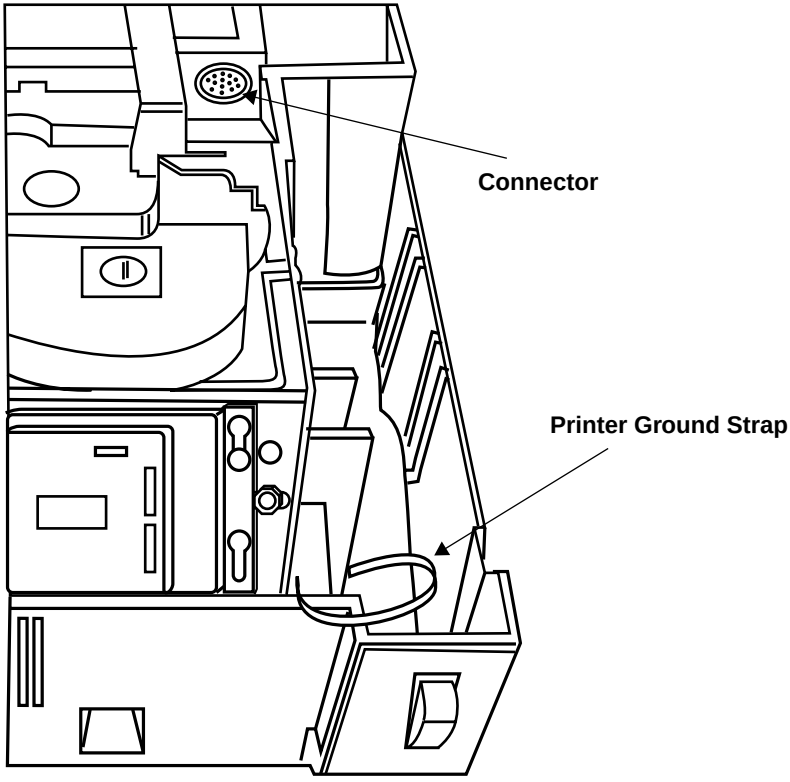

Figure 3-5. IBM 3683/84 Top Cover Removed
5. Disconnect the cable from the connector on the right side (*Figure 3-5*).
a. Disconnect the printer ground strap (slide on connector) from the right side of the printer, as shown in *Figure 3-5*.